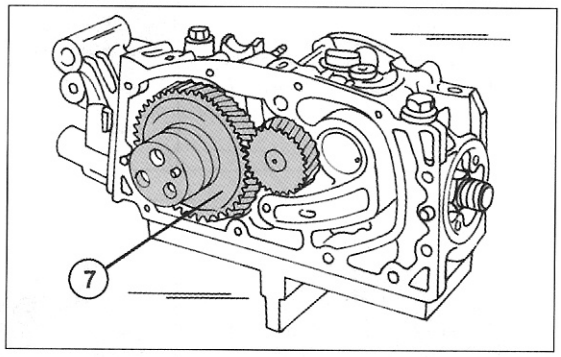

Bild 135
- Das Antriebsrad der Einspritzpumpe (7) ausbauen. Dies ist das in Bild 135 gezeigte Zahnrad.